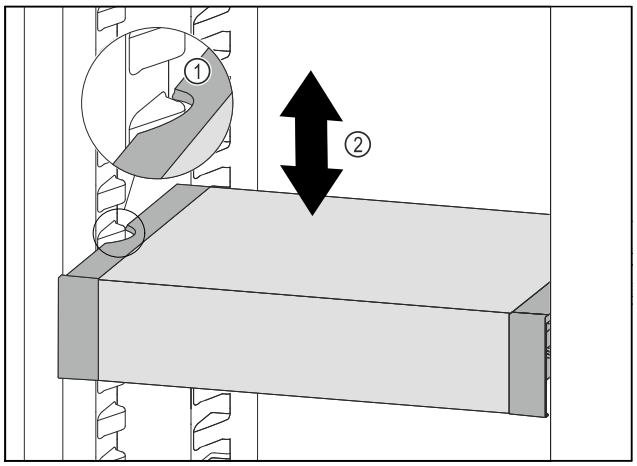

Fig. 88
▶ Trageți în față VarioSafe, până când degajările laterale ale VarioSafe se află la înălțimea nervurii recipientului din frigider. *Fig. 88 (1)*
▶ Mișcați în sus sau în jos VarioSafe în frigider, până când este atinsă înălțimea dorită. *Fig. 88 (2)*